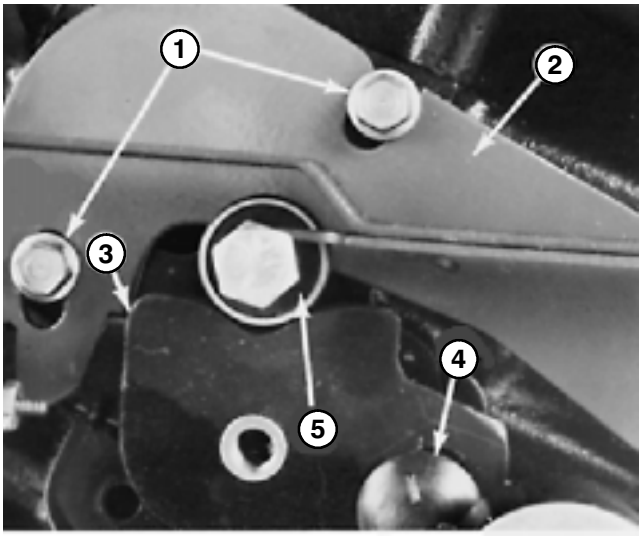

Figure 71
4. With engine OFF, loosen nut on carriage bolt and allow bearing to locate cam (Fig. 71). Carefully tighten nut on carriage bolt.
5. Loosen screws to allow neutral device bracket to move; but not freely (Fig. 71). Adjust neutral device bracket so that 40± in–lb of torque on control lever just starts to rotate lever. Tighten screws.